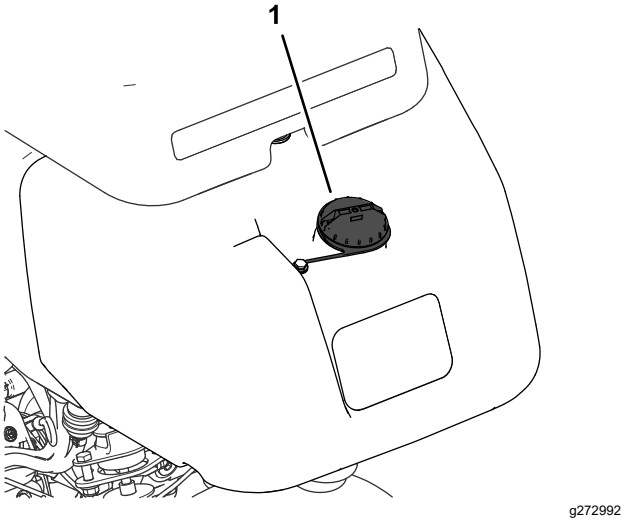

Figura 23
1. Pulite attorno al tappo del serbatoio del carburante e rimuovetelo (Figura 23).